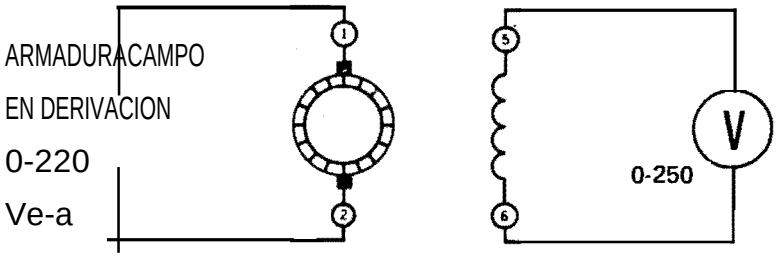

**FIGURA 1**
1. Indicara utilizar corriente alterna para que el participante determine la posición neutra de las escobillas del motor de C-d. Con los Módulos EMS de Fuente de Energía, de medición de c-ay de motor/generador de c-desconectará el circuito que aparece en la figura 1. Las terminales de la fuente de alimentación proporcionaran un voltaje variablede*0-220Vc-a,* conforme se hace girar la perilla de control de la salida de voltaje.